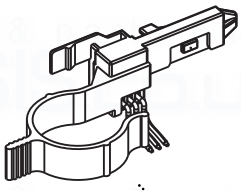

Fig. 92
14.16 DHW Flow Sensor ('Hall Effect' Sensor) (Fig. 92)